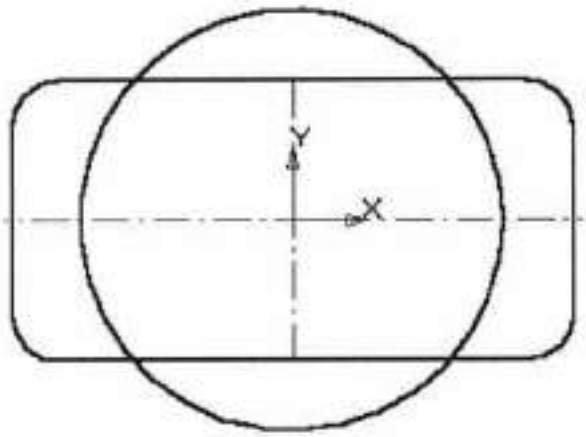
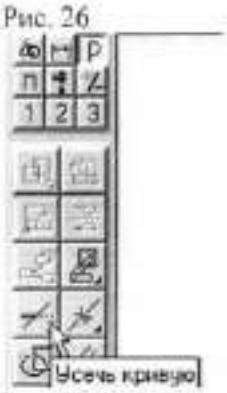

Рис. 26
Рис. 27
5. Построенный чертеж приведен на рис. 26. Удалите лишние линии. Активизируйте страницу ***Редактирование*** и нажмите клавишу ***Усечь кривую***, рис. 27.